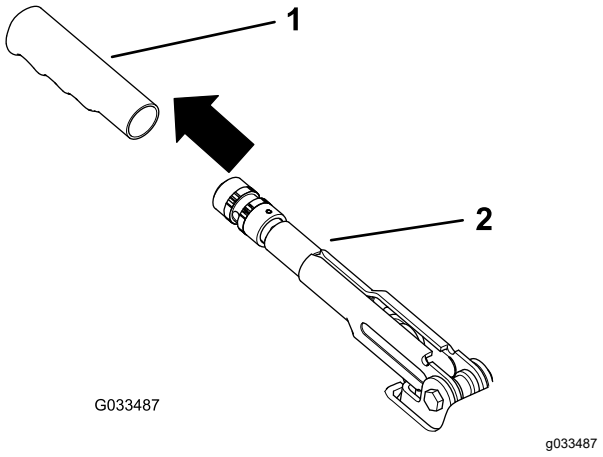

Figuur 59
1. Verwijder de rubberen handgreep van de parkeerremhendel (Figuur 59).
5. Monteer de rubberen handgreep op de parkeerremhendel (Figuur 59).